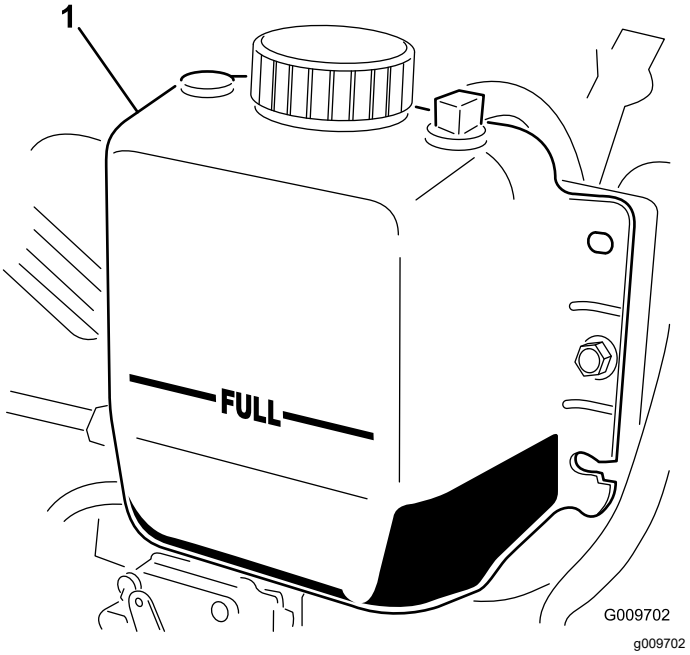

Figur 110
3. Kontroller kjølemiddelnivået i radiatoren. Fyll radiatoren opp til toppen av påfyllingshalsen og ekspansjonstanken opp til FULL-merket (Figur 110).